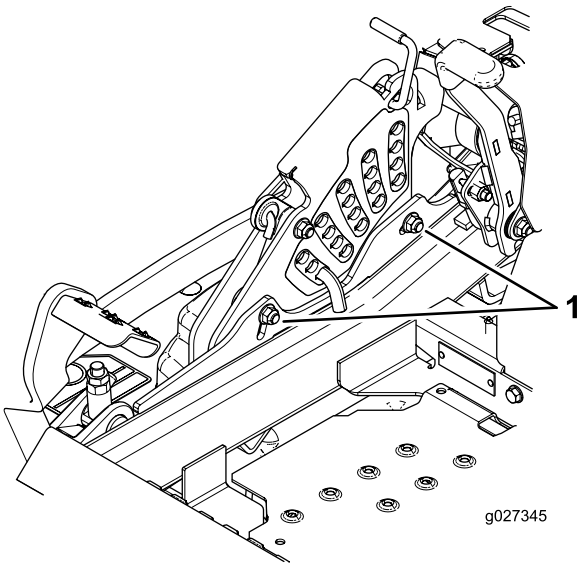

Figur 90
12. Lossa de två skruvarna längst ned på klipphöjdsplattan för att justera enkelpunktssystemet. Se Figur 90.
14. Dra åt de två skruvarna längst ned på klipphöjdsplattan (Figur 90). Dra åt till ett moment på 37–45 N·m.